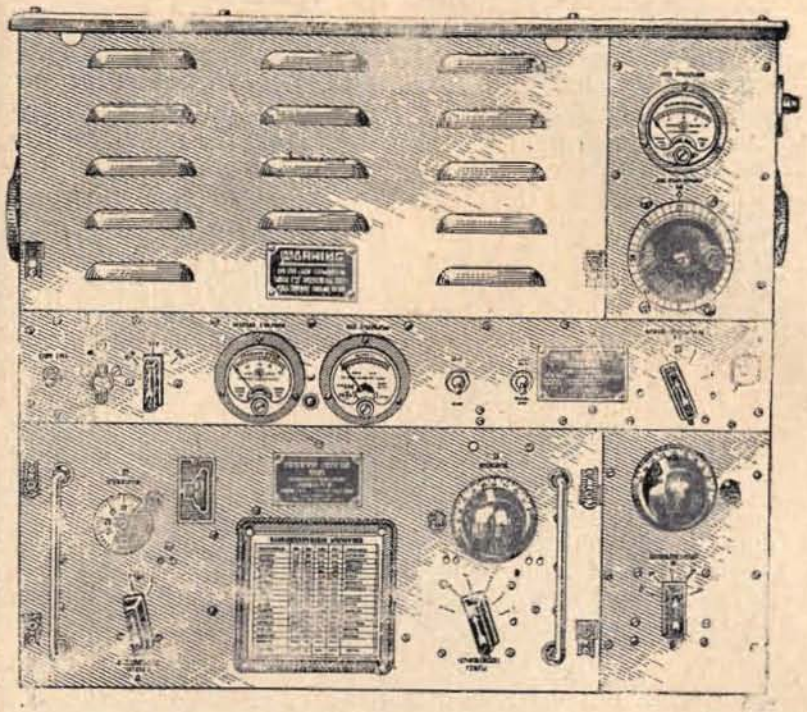

Рис. 38. Общий вид передатчика ВС-375-D
3. *Управление* передатчиком только непосредственное. На передней панели (рис. 38) передатчика имеются следующие детали и органы настройки и управления: